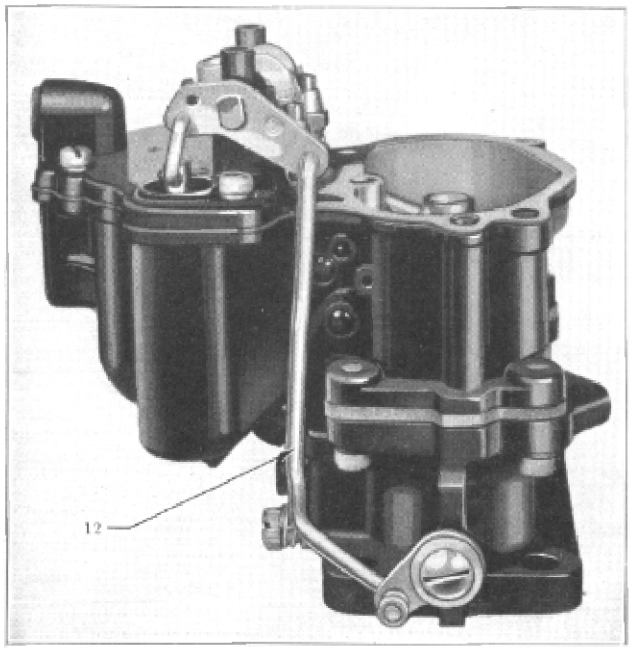

Figure 18
(53) *Pump Adjustment:* With pump connector link in short stroke (lower hole) adjust throttle connector rod (12) by bending to give 15/64" pump stroke (piston travel) (Figure 18). Full pump stroke is obtained by moving throttle from closed to wide open position. Travel can be checked by marking shaft at wide open throttle position, and fully closed position, and gauging distance between marks.